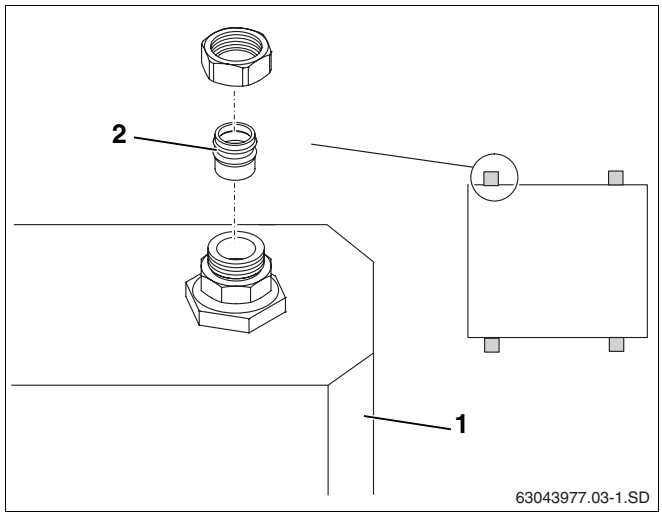

Afb. 4 Klemringen op compleetstation vervangen
Het compleetstation (afb. 4, **pos. 1**) is voorzien van vier klemringkoppelingen voor 18 mm koperleidingen.
- Vervang de aanwezige klemringen door klemring 18 mm × 15 mm (afb. 4, **pos. 2**).